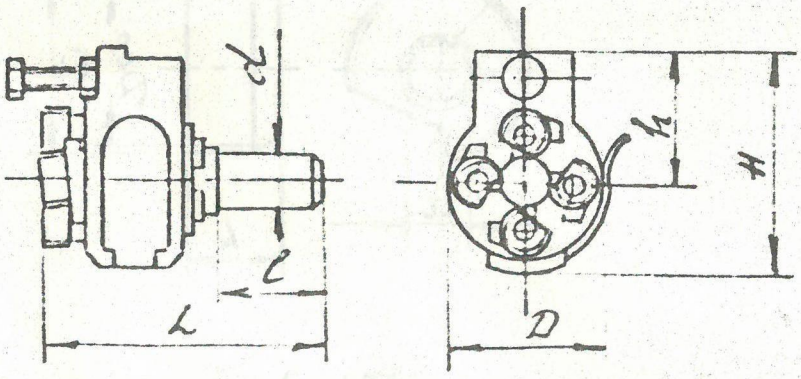

Рис. 3
3. Головки невращающиеся типа 1КИ-19Б и 1КИ-25Б к токарно-револьверным одношпиндельным автоматам для нарезания резьб диаметром 4-10 мм (рис.3, табл.3)